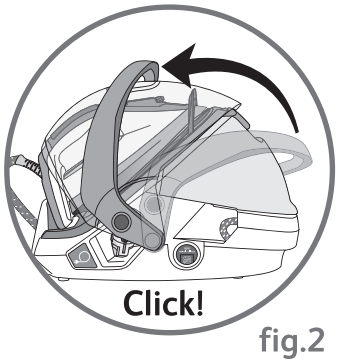
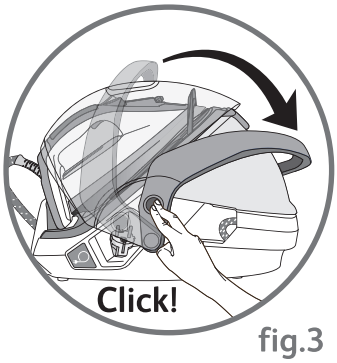

fig.2
fig.3
• A szárnyat automatikusan záró rendszer, amikor az rá van hajtva a vasalóra - **fig.2**; és kioldógombos nyitás - **fig.3**.
• Hajtsa a szárnyat a vasalóra, a védőrendszer automatikus zárásáig (egy kattanást kell hallania) – **fig.2**.
• Nyomja meg a védőszárny kioldógombját, amíg egy kattanást nem hall és hajtsa a tartályra – **fig.3**.